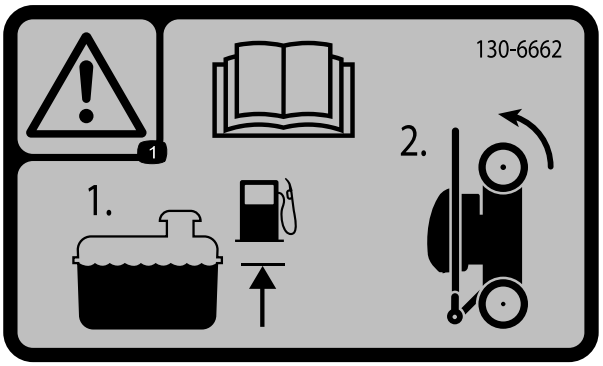

Figur 17
1. Påse at bensinnivået i drivstofftanken ikke er høyere enn det som er anbefalt av motorprodusenten. Se motorprodusentens merke på motoren (Figur 17).